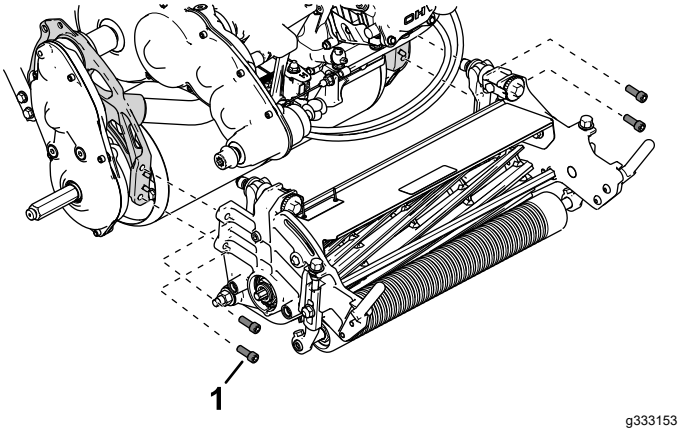

Rysunek 4
3. Przy pomocy 4 śrub imbusowych zamocuj jednostkę tnącą na maszynie (Rysunek 4).